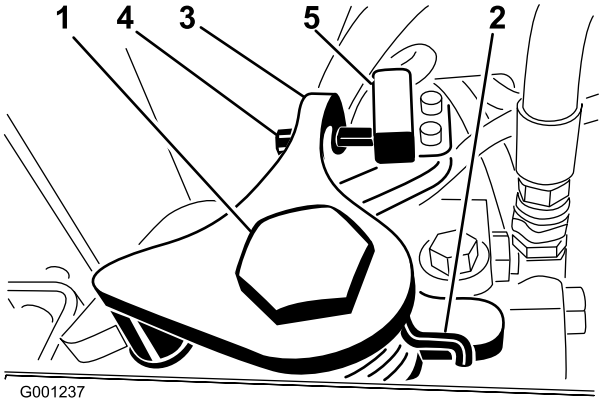

Figur 57
3. Løsne festeskruen på motsatt side av trekkjusteringskammen (Figur 57).
9. Juster skruen på armen for tilbakestilling til fri (Figur 57) til mellomrommet mellom enden av skruen og bryterkontakten er 2,3 til 3 mm.